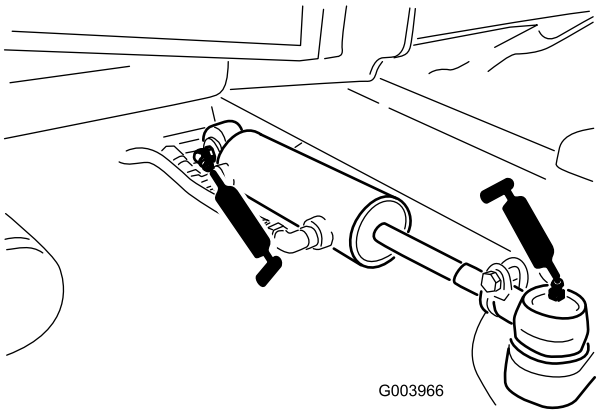

Figur 47
- Styretøjscylinderens kugleled (2) (Figur 47)